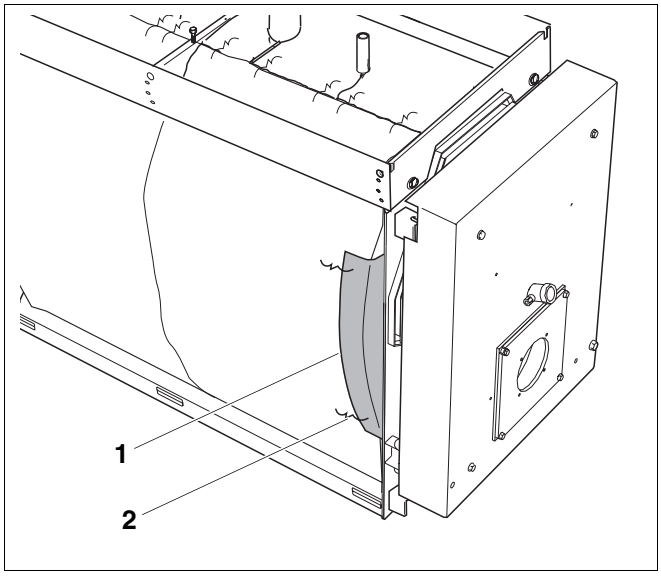

Рис. 23 Установка полос из стеклоткани
- Установить с двух сторон на передние кромки теплоизоляции корпуса котла поставляемые полосы из черной стеклоткани (рис. 23, **поз. 1**), каждую из которых нужно закрепить 2 скобами (рис. 23, **поз. 2**) и подвернуть внутрь. Для котлов типоразмеров 590 – 1260 эти полосы можно укоротить.